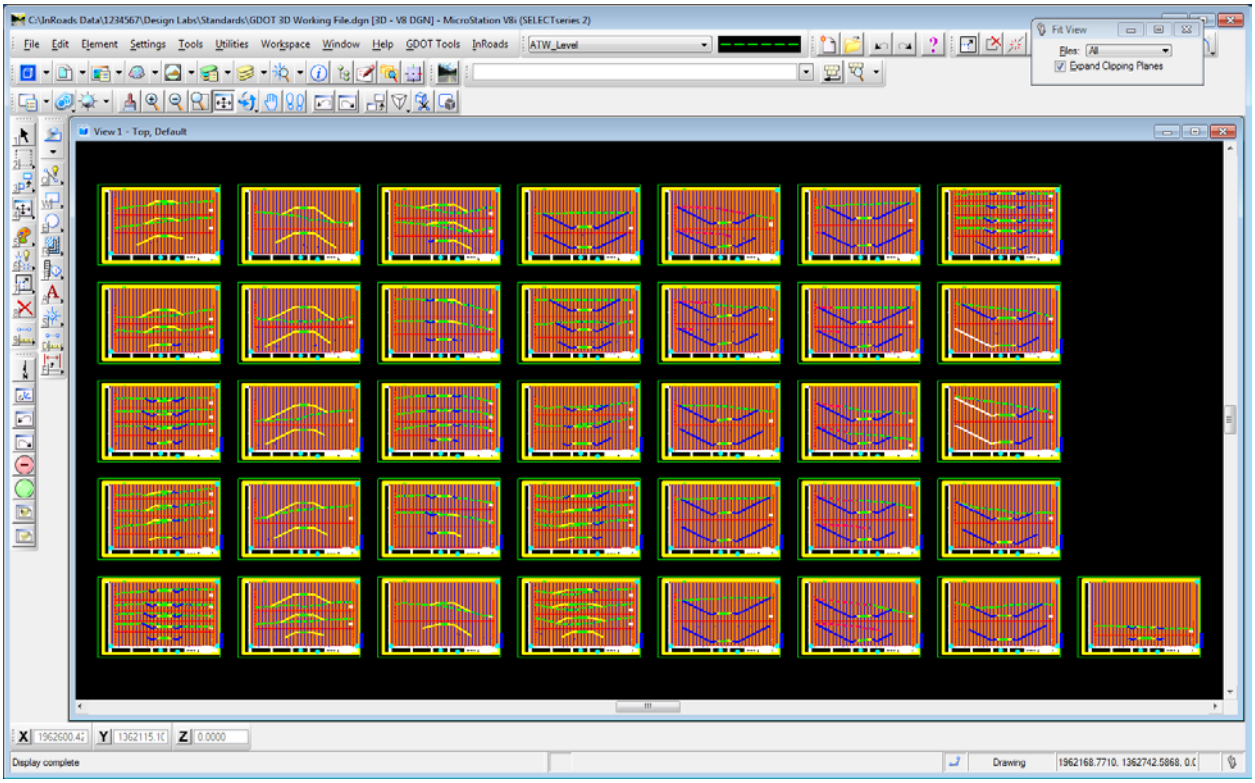

Figure L9-3 MicroStation
18.	**View the Cross Sections in MicroStation.** • In the **Cross Sections** dialog, click **Apply**. • In the bottom left corner of the MicroStation Window you are prompted to **>Identify Location**. Left click anywhere in the MicroStation Window. Please be patient while the Cross Sections are drawn in MicroStation. • When the Cross Sections have completed drawing in MicroStation, the **Cross Sections** dialog reappears. • Click **Close** to close the **Cross Sections** dialog. • In MicroStation, click the **Fit View** icon ( ). • Ensure your view in MicroStation matches that shown in *Figure L9-3*.